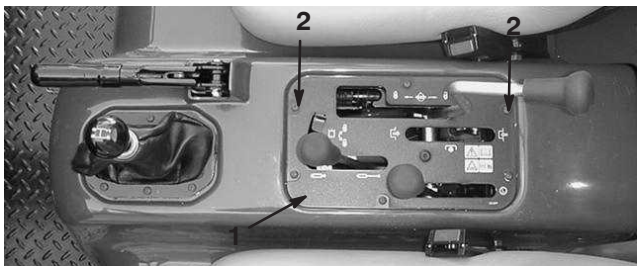

Bild 14
1. Nehmen Sie die vorderen und hinteren Schrauben ab, mit denen die rechte Seite des Armaturenbretts an der mittleren Konsole am Workman befestigt ist (Bild 14).